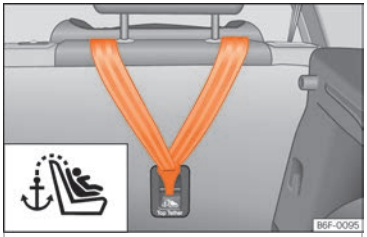

Fig. 39 Parte posterior dos bancos traseiros: argolas de fixação para o cinto Top Tether.
- Deslize a correia e fixe-a corretamente na fixação da parte posterior do encosto ››› **Fig. 39**.